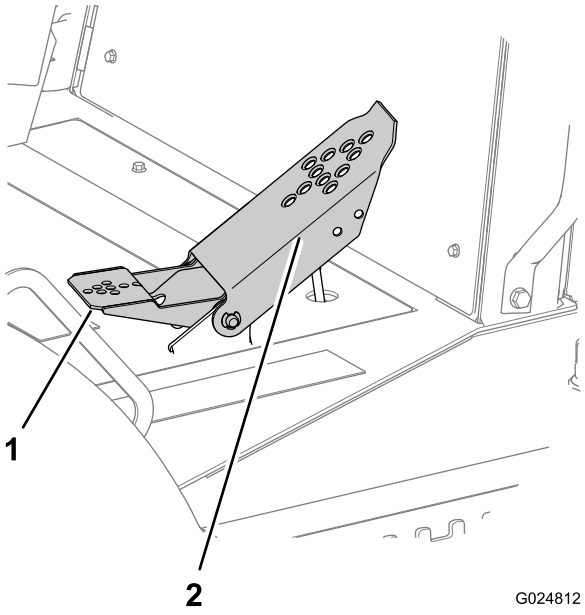

Bild 45
- Treten Sie die den oberen Bereich des Pedals durch, um mit der Maschine vorwärtszufahren (Bild 45).
- Treten Sie den unteren Bereich des Pedals durch, um mit der Maschine rückwärtszufahren (Bild 45).
- Verstellen Sie das Pedal in die Richtung der Neutral-Stellung, um die Geschwindigkeit der Maschine zu verringern oder sie anzuhalten (Bild 45).